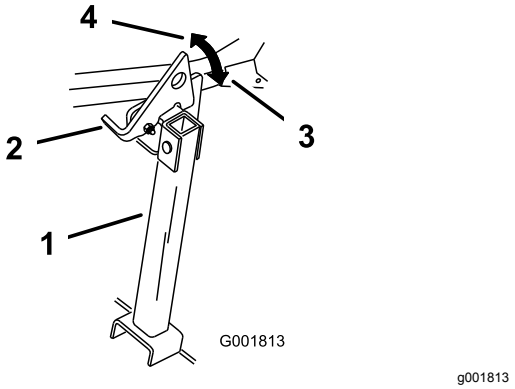

Figur 38
2. Lyft upp spärrhaken i fritt läge (Figur 38).